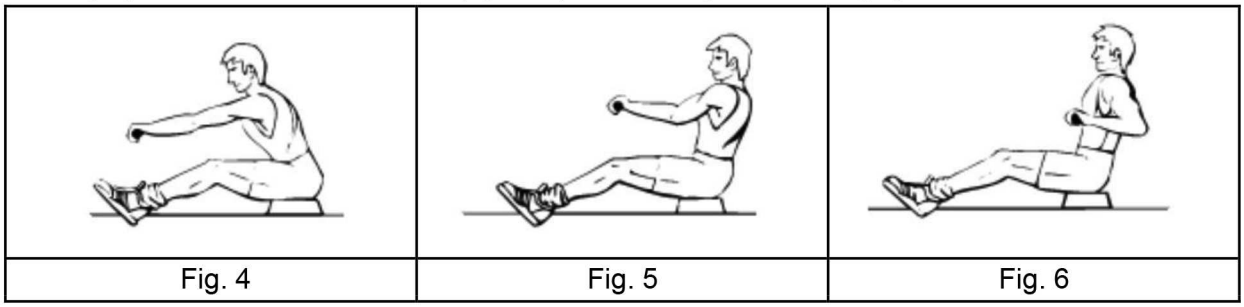

Fig. 4 | Fig. 5 | Fig. 6
1. Sit on the machine as shown in Fig. 4. Straight your legs, lean forward and grasp the handles.